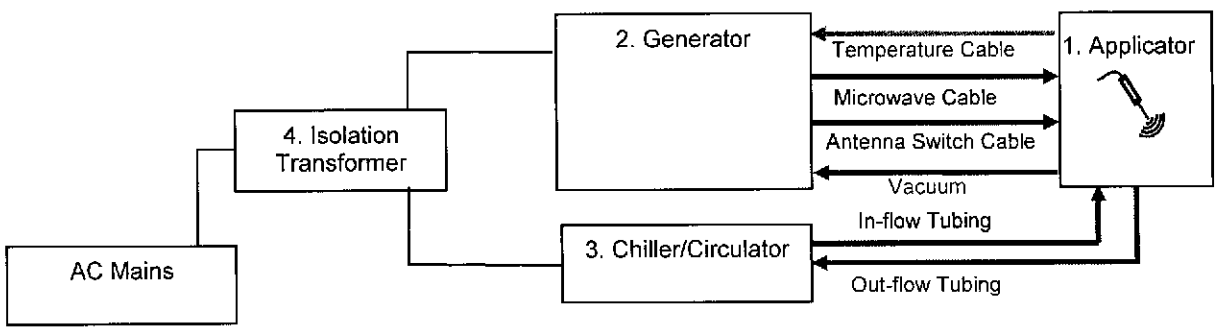

Figure 1. Block diagram of DTS G2 system components.
5. Mobile Cart (not shown in Figure 1)
6. Foot Switch (not shown in Figure 1)
See Figure 1 for basic block diagram of how the components of the system are connected. A brief description of each component is given below.
The Applicator has microwave antennas, a tissue acquisition vacuum chamber, and a surface cooling plate with a flow channel. The Applicator is connected as shown in Figure 1 to the two components of the DTS G2 System that provide the required functions - the Generator and the Chiller/Circulator.